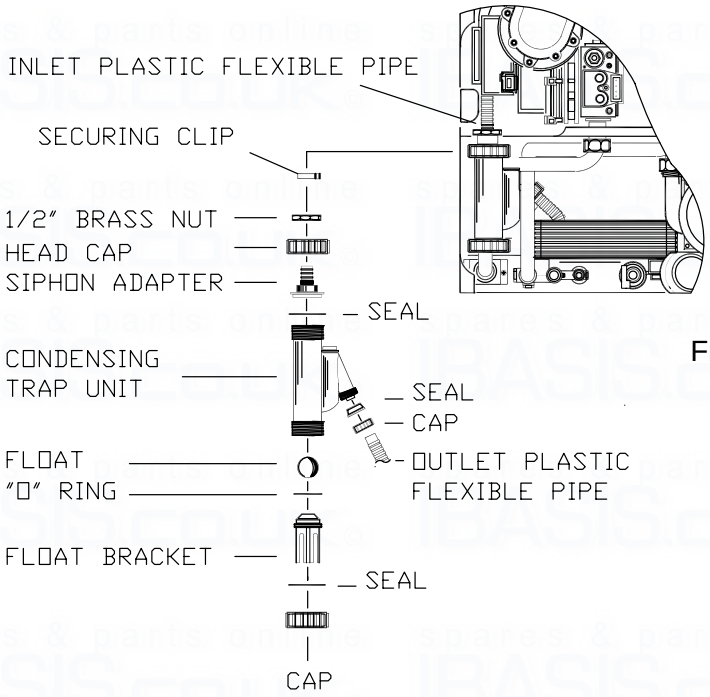

Fig.47
8.26 TO REMOVE/REPLACE CONDENSING TRAP (Fig.47).